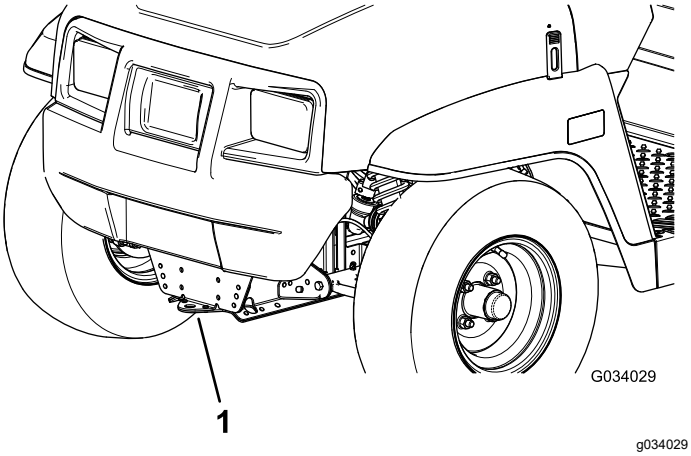
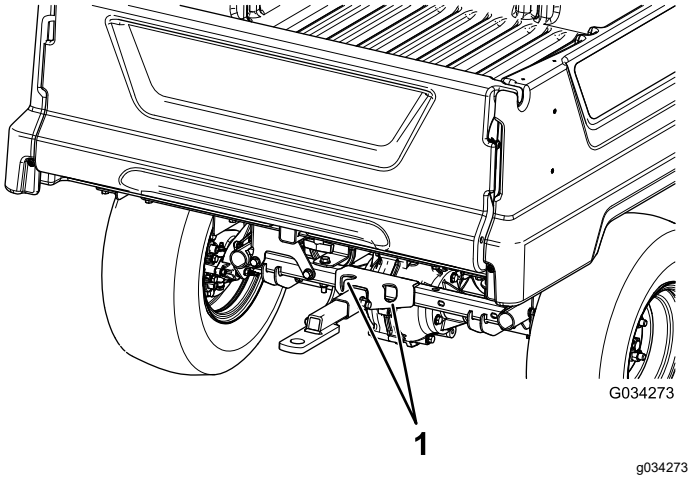

Figura 21
Figura 22
Utilize um atrelado com rampas de largura completa para mover a máquina numa longa distância. Certifique-se de que prende a máquina ao atrelado. Consulte Figura 21 e Figura 22 para localizar os pontos de fixação da máquina.
2. Ate um cabo de reboque ao garfo, na parte dianteira do chassis da máquina (Figura 21).